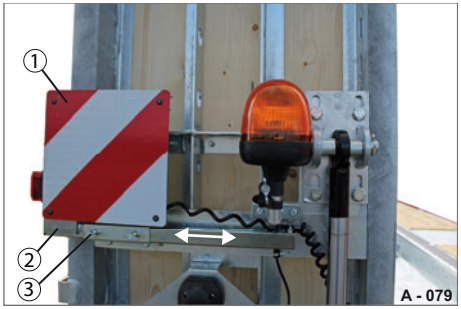

Abb. 95 Warntafel am Heck
- ▶ Lösen Sie die Flügelmuttern (Abb. 95/3).
- ▶ Positionieren Sie das Gestänge (Abb. 95/2) mit der Warntafel (Abb. 95/1) auf die benötigte Stellung.
- ▶ Ziehen Sie die Flügelmuttern (Abb. 95/3) an.